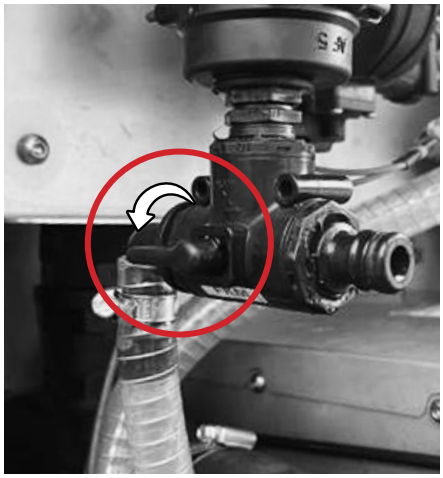

Bild 2.
- Drehen Sie das Ventil wieder in die Ausgangsposition zurück (siehe Bild 2) und trennen Sie die Schläuche ab.